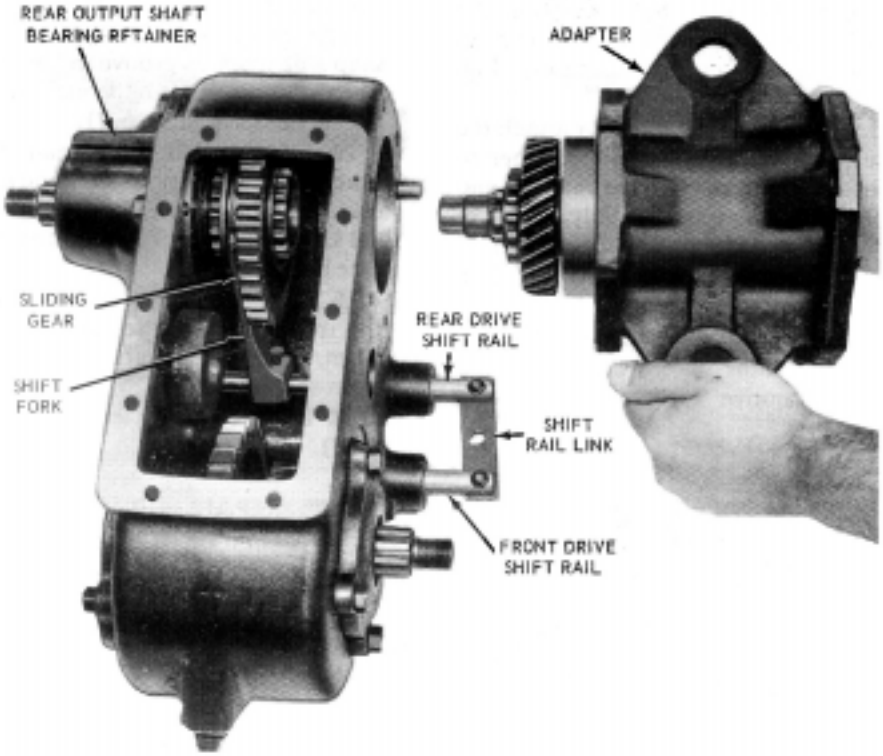

FIG. 6-8—Removing or Installing Adapter Housing
8. Remove the bolts securing the adapter housing to the case and remove the adapter as an assembly (Fig. 6-8).
11. Lift the rear output shaft sliding gear from the case (Fig. 6-8).
12. Remove the set screw securing the rear shift fork to the shift rail. Then, remove the rear drive shift rail and fork from the case (Fig. 6-8).